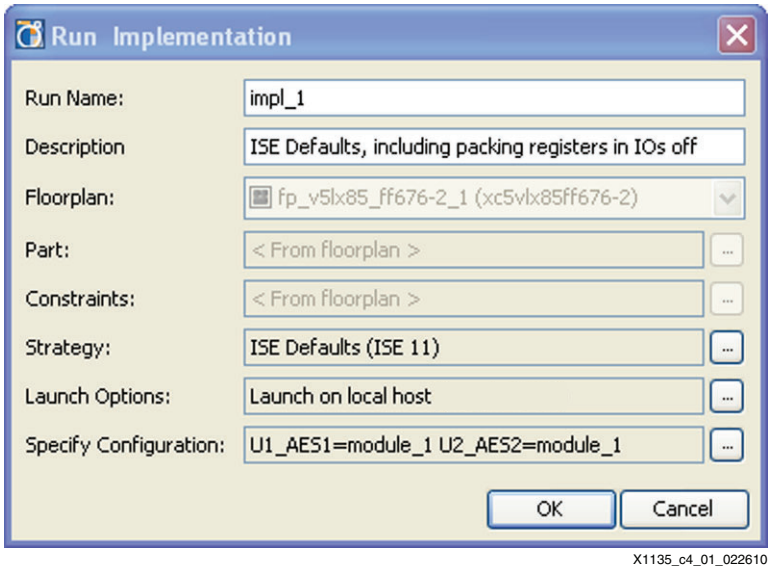

Figure 5-1: **Run Implementation**
a. Select **Tools** → **Run Implementation** (see Figure 5-1).